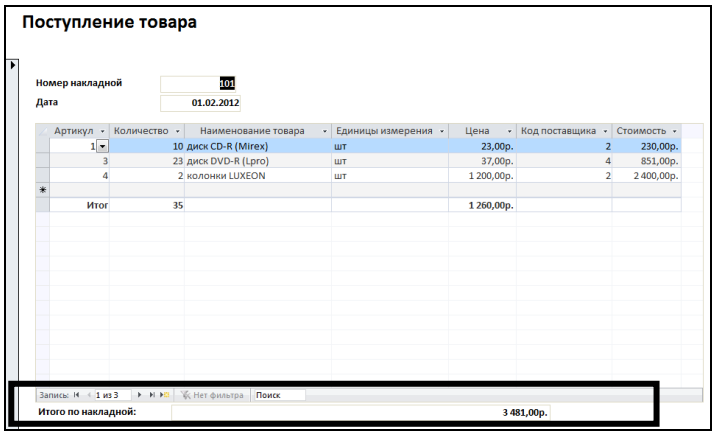

Рис. 3.41. Поле для расчета итоговой стоимости
16. В окне *Свойства* на вкладке *Макет* в разделе *Формат поля* устанавливается формат *Денежный*. Результат можно увидеть при просмотре формы в режиме *Формы* (рис. 3.41).